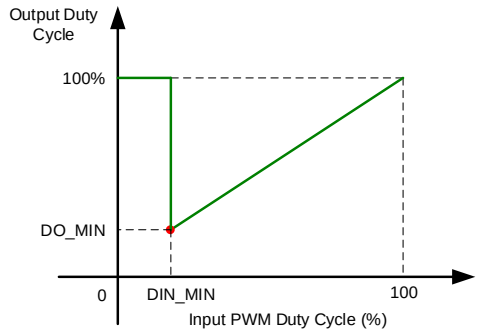

Figure 3: Speed Curve (SPD_ZERO = 0, MAX_EN = 1)
2. SPD_ZERO = 0, MAX_EN = 1: When the input duty cycle is below the value set by DIN_MIN, the OUT1/2 output duty cycle is at 100% (see Figure 3).